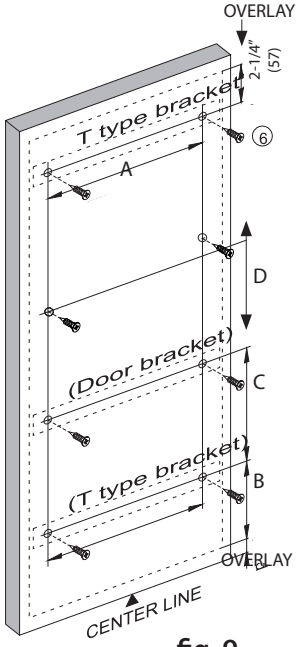

fig. 9
11) Reportez-vous à la figure 9. La première étape consiste à calculer le recouvrement. Mesurez la porte, puis mesurer l'ouverture de l'armoire. Recouvrement = Largeur de la porte moins l'ouverture de l'armoire divisé par 2. Par exemple, la porte a 12 ½" de largeur, l'ouverture est de 12". 12½" - 12" = ½", puis diviser par 2. Le recouvrement est de ¼".